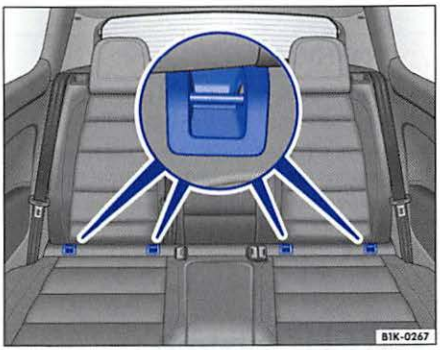

Fig. 36 Illustration of principle: Location of lower anchorages
The lower anchorage attachment points are located between the rear seatback and rear seat cushion ⇒ fig. 36.
– LATCH lower anchorage attachment points are on the vehicle body between the rear seatback and rear seat cushion ⇒ page 71, fig. 36.